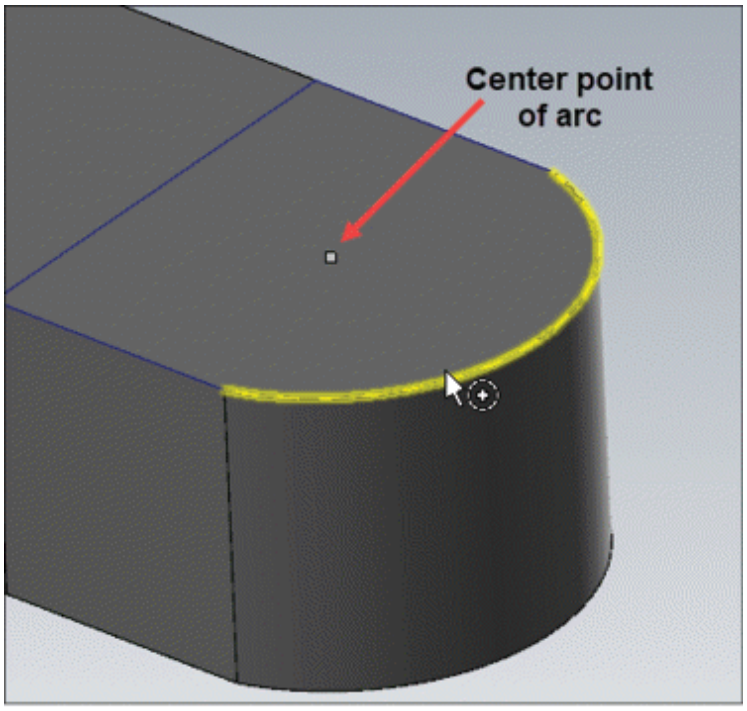

Figure-22. Selecting center point of arc
- Select the **Arc Center** option from the drop-down to select center of arc as point for creating entity; refer to Figure-22.